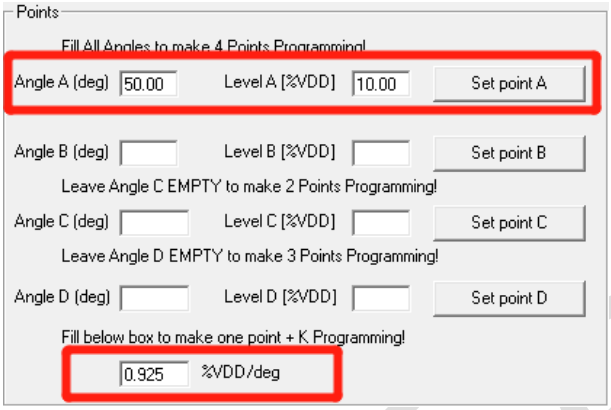

图 4.2.18
2、 图 4.2.18，将磁铁（传感器）角度置于需要编程的第一个位置，稳定后点击 Set Point A 按钮读取当前芯片角度值，并显示在 Angle A 中，当前读出芯片角度为 50.00°；手动设置编程的位置芯片需要输出的电压百分比的值及希望输出的直线的斜率值，此处写入 Level A（10%），斜率为 0.925%VDD/deg，即可完成芯片编程参数设置。
（注：起点加斜率的编程方式，需要将 B、C、D 对应的 Angle 及 level 两框中的数据清除，如上图 4.2.18。）